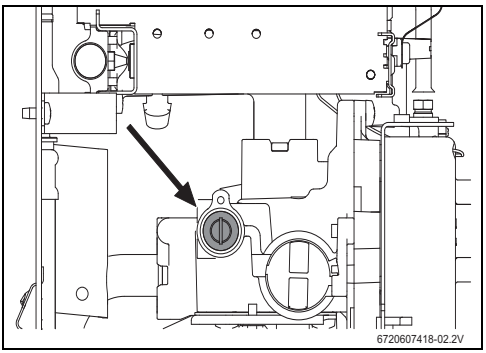

Fig. 14 Vite per regolazione della pressione massima
- Togliere il sigillo della vite (Fig. 14).
- Regolare la pressione mediante la vite (Fig. 14) attenendosi ai dati di pressione esposti nella tabella 6.